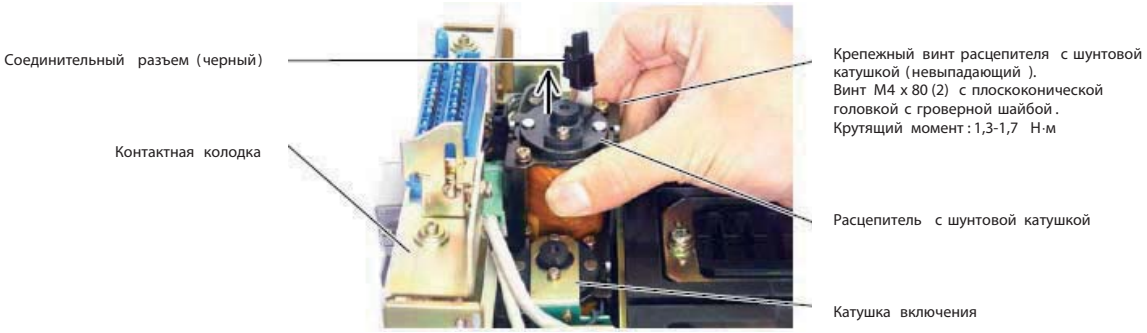

Рис. 53. Извлечение расцепителя с шунтовой катушкой
6) Чтобы ослабить крепежные винты расцепителя с шунтовой катушкой, поверните их на 8 или 10 поворотов, а затем отсоедините соединительный разъем (черный) и извлеките расцепитель с шунтовой катушкой. См. рис. 53. (Крепежные винты расцепителя с шунтовой катушкой – невыпадающие винты, которые нельзя выкрутить со стороны расцепителя с шунтовой катушкой).